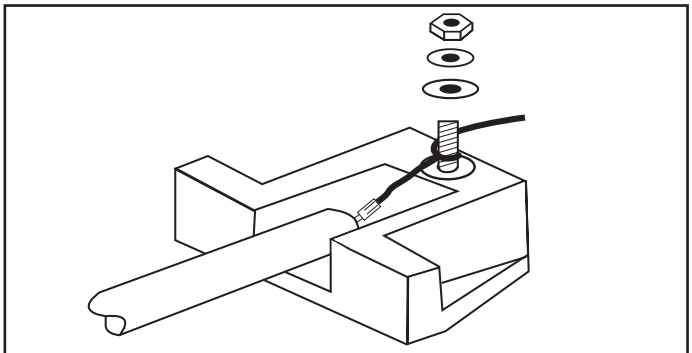

Figure 7
1. Retirez le cache du terminal de chaque côté du radiateur pour accéder aux blocs de terminaux. Desserrez l'écrous hexagonal n° 10 du terminal. Entourez les fils autour des terminaux comme indiqué sur la Figure 7. Serrez l'écrou hexagonal en vérifiant qu'il reste un peu de mou dans le fil lorsque vous avez terminé. Coupez l'excédent de fil.